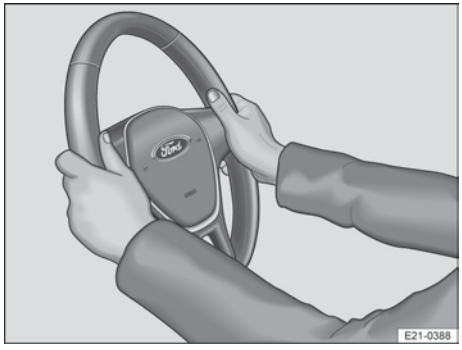

Bilde 58 På rattet: Posisjonene klokken 9 og klokken 3.
2. Juster rattet slik at det er lett å holde det på begge sider av ytterkanten (klokken 9 og klokken 3) → Bilde 58 med lett bøyde armer.